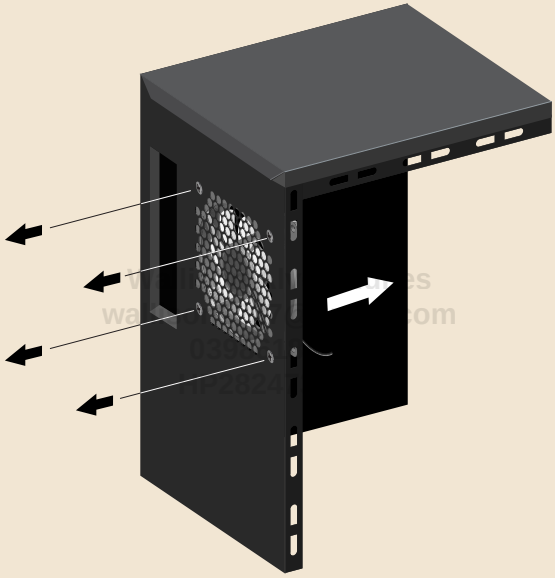

Figura 20.9: Remova a ventoinha existente.
1. Caso o local onde você pretenda instalar o radiador no gabinete tenha uma ventoinha instalada, você deverá removê-la primeiro (ver Figura 20.9).